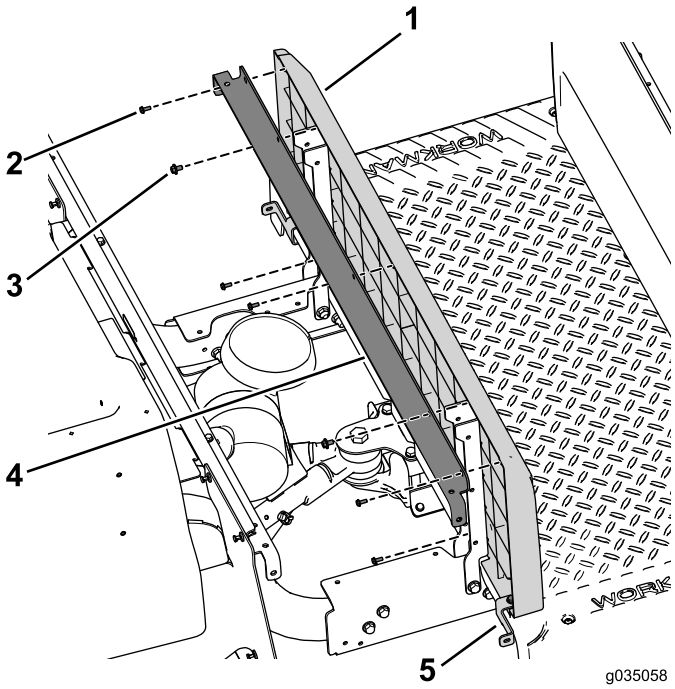

Figure 42
7. Use the 2 bolt with washer assemblies (1/4 x 1/2 inch) to secure the support bracket and seat-base panel to the left and right seat support (Figure 42).
8. Use the 2 bolts (1/4 x 2 inches), washer, and locknut to secure the left and right panel bracket the machine (Figure 42).